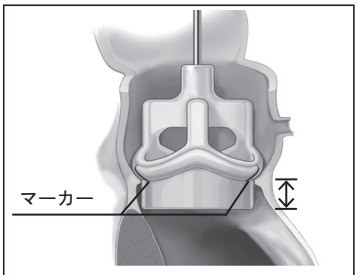

図4
6. 十分フィットしているかは、大動脈弁輪上の配置が良いこと、STジャンクションの大動脈壁や冠動脈口にステントポストが干渉しないこと等で確認します（図4）。レプリカ側の黒い位置マーカーを使用して、弁輪のガイドスーチャーの位置を評価します。サイザーのレプリカ側はリップ部分の下に円筒部分があり、クリンプされた状態において布で覆われたフレーム部分の最大長（図4矢印部）を模しています。